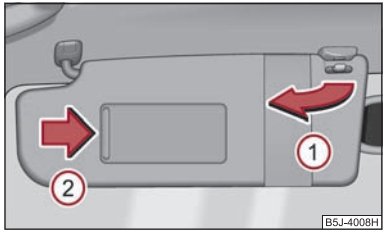

Fig. 45 Parasol: girar
La visera parasol para el conductor o acompañante se puede extraer de la fijación y girarla hacia la puerta en sentido de la flecha (1) ⇒ fig. 45.